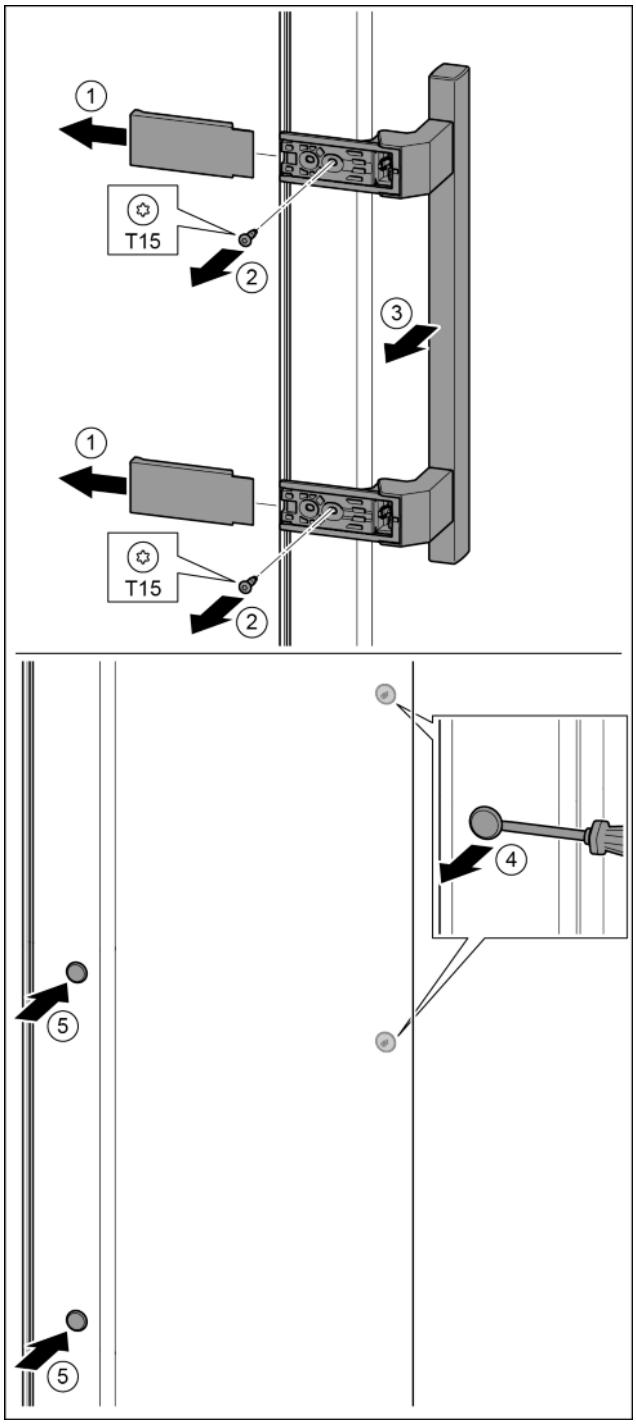

Fig. 18
- ▶ Pull off the cover. *Fig. 18 (1)*
- ▶ Remove the screws with the T15 screwdriver. *Fig. 18 (2)*
- ▶ Remove the handle. *Fig. 18 (3)*
- ▶ Carefully lift up the side plugs with a slotted screwdriver and pull them out. *Fig. 18 (4)*
- ▶ Insert the plugs again on the other side. *Fig. 18 (5)*